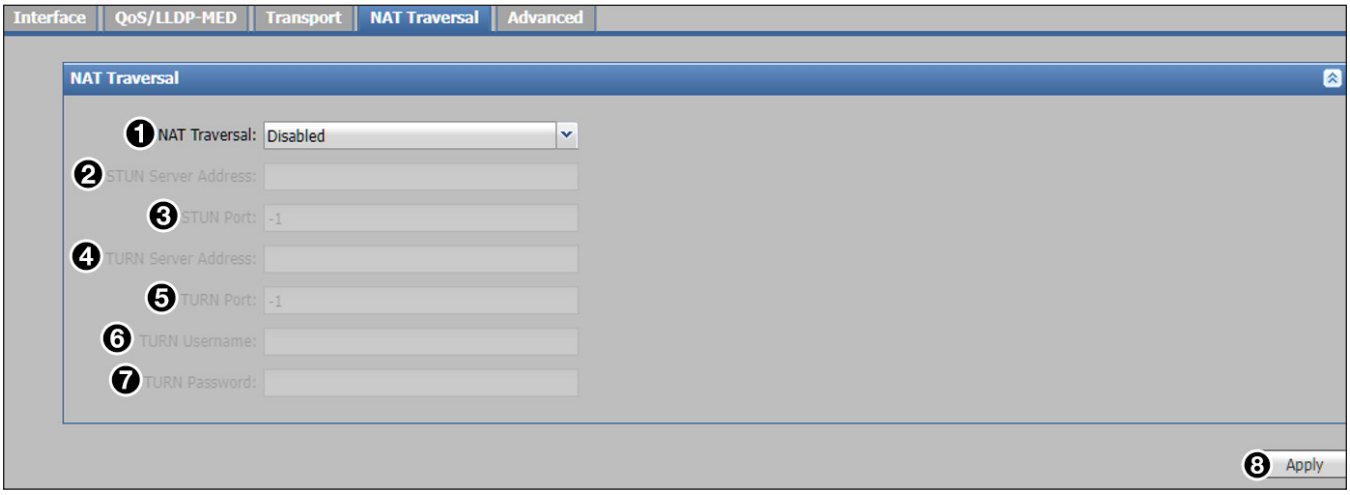

Figure 44. VoIP Network NAT Traversal Tab
To disable NAT traversal, select **Disabled** from the **NAT Traversal** drop-down list (see figure 44, ❶). Click **Apply** (❽) to save and apply changes.